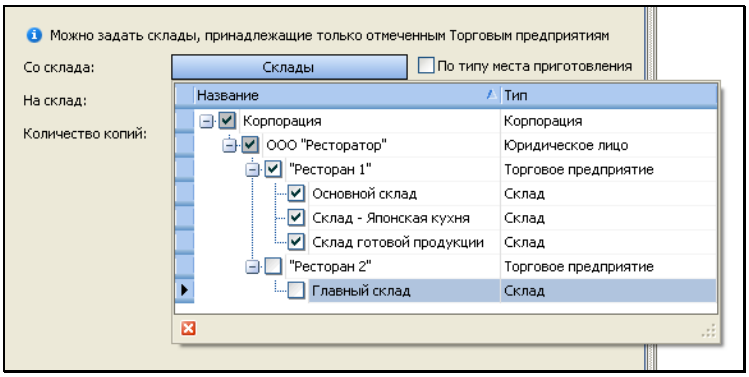

Рисунок 90 Окно Тип оплаты – Настраиваемый тип оплаты: выбор складов
5.2.1. Явно задать склады (см. Рисунок 90). Для этого нажмите на поле **Со склада** или **На склад** и отметьте галочками нужный склад или несколько складов. Если отмечено несколько складов,